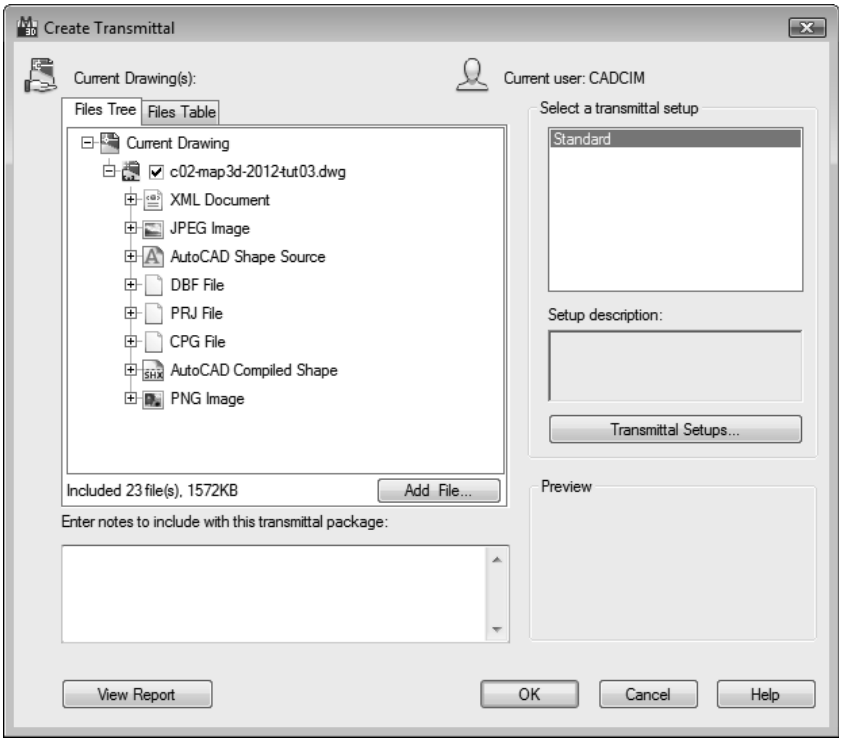

Figure 2-26 *The* ***Create Transmittal*** *dialog box with the files available for transmittal*
1. Choose **Send > eTransmit** from the Application Menu; the **Create Transmittal** dialog box is displayed, as shown in Figure 2-26.